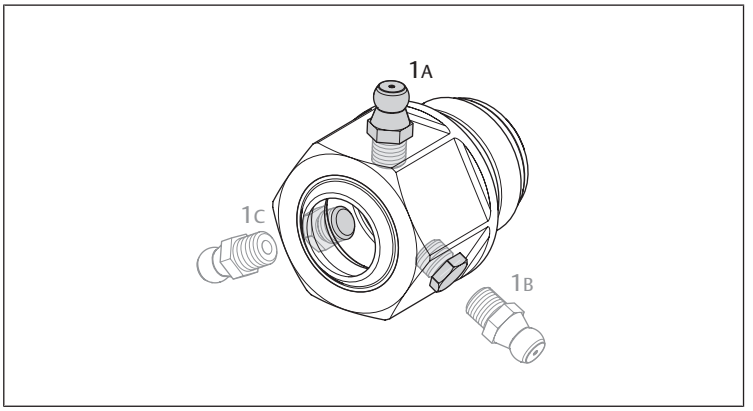

Fig. 5: Positions possibles du graisseur
- Vérifier la position du graisseur (voir → Fig. 5).